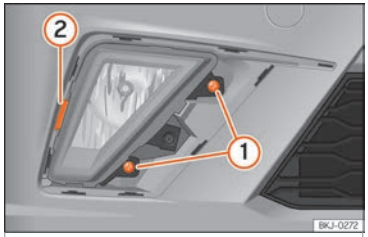

Fig. 53 Front fog light: remove the bulb holder
– Remove the two bolts ››› Fig. 53 (1) and lever the clip (2) to remove the front fog light.